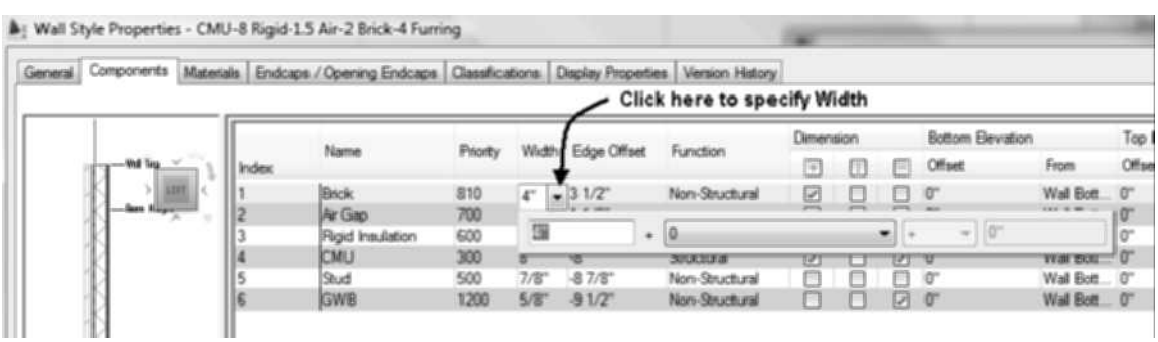

FIGURE 3.17 *Setting wall width*
27. Click in the Width column for the Brick component to display the drop-down list as shown in Figure 3.17. The width value of 4 creates a component 4 units wide in the positive or exterior direction as defined from the Edge Offset value.